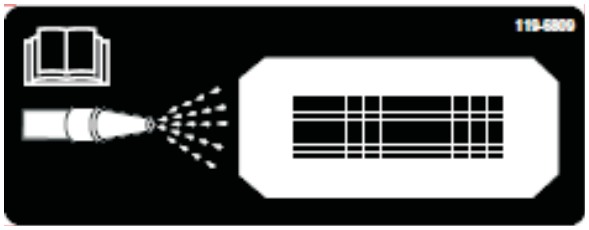
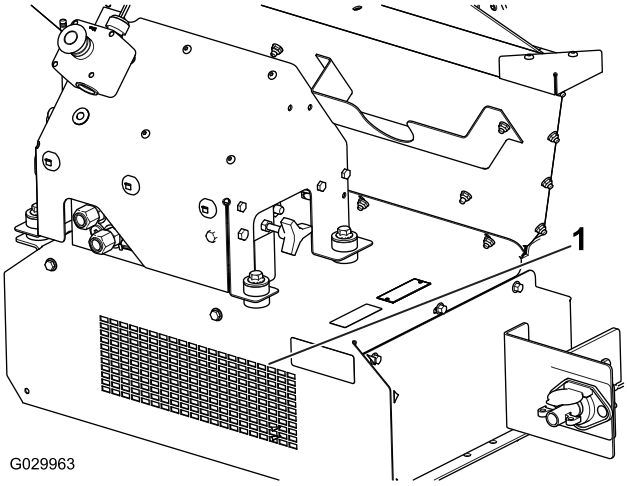

Figuur 57
Figuur 58
10. Aan de voorzijde van de machine bevindt zich een reinigingssticker (Figuur 57). Spuit met behulp van een tuinslang door het gaas aan de voorzijde totdat de binnenzijde vrij is van materiaal (Figuur 58).